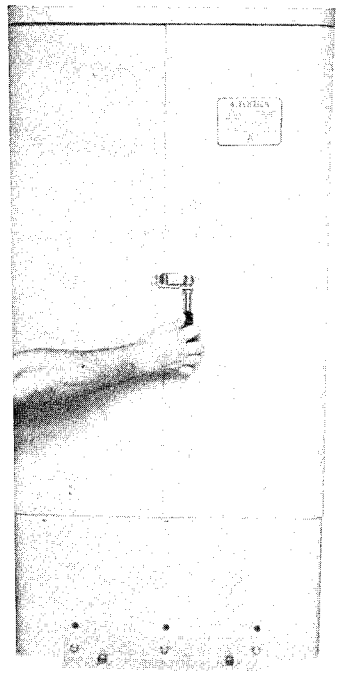

Fig. 1 — Opening Cabinet
2.01 Two types of cabinet locking arrangements are used in connection with the JWI Cabinet. To open the older type JWI Cabinet (Fig. 1) an NSQ2000L1 or other suitable tool must be used to loosen the locking bolt used to secure the locking latch. More recent models have the locking bolt located on the face of locking latch. This bolt requires only ¼ turn to the left (counter-clockwise) using the same tool as indicated above. Caution must be used on this type of locking arrangement, since, excessive pressure applied on the locking bolt could damage the locking arrangement.